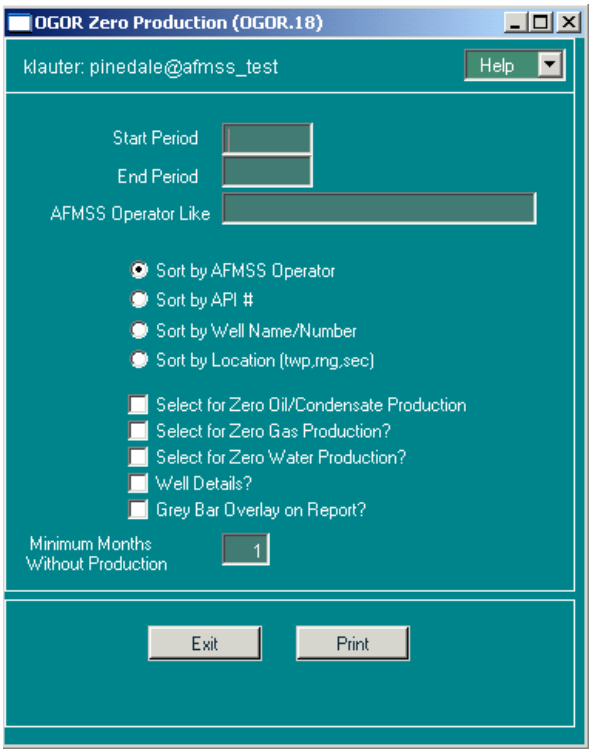

Figure 7-21: OGOR Zero Production (OGOR.18) Window
1. From the *Non-Indian AFMSS Main Menu* select **OGOR** then **OGOR Reports** to display the reports submenu. From the submenu select **Zero Production (OGOR.18)** to launch the window (Figure 7-21).